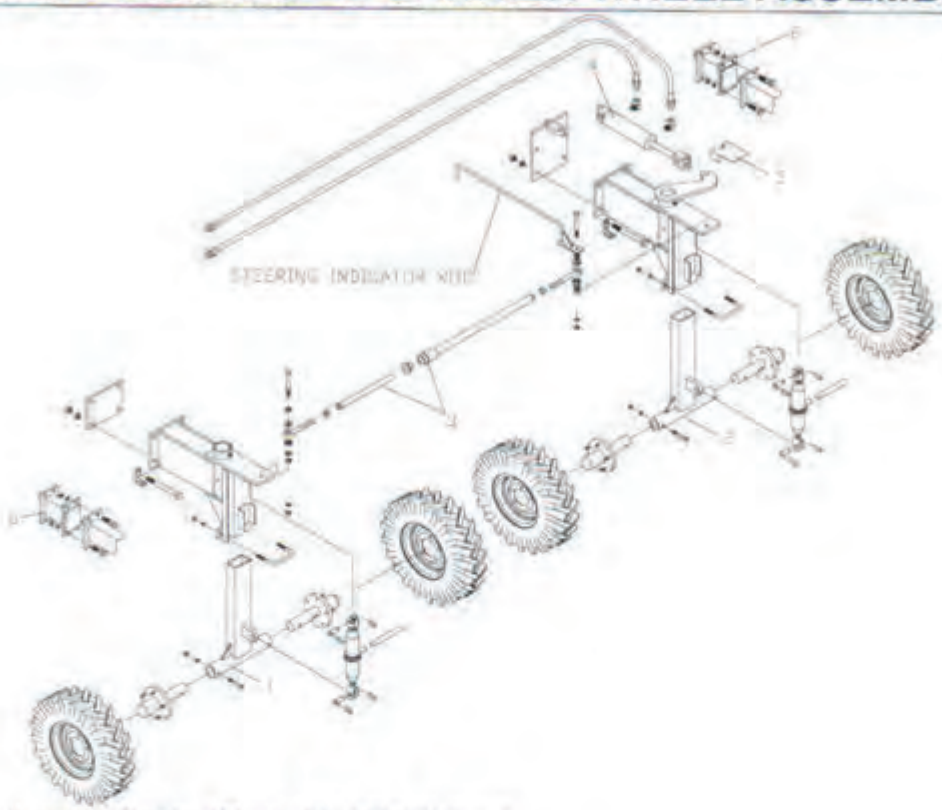

Figure 2. Steerable Carrier Wheels, 786-638 Defoliator.
1. Assemble the LH carrier strut (#1) and the RH carrier strut (#2) to the rear tube of the defoliator frame using the backing plates and 1" x 7-1/2" bolts as shown in **figure 2**. Use the same spacing as explained for the fixed carrier struts on page 4.
1. Assemble the LH side first. Assemble support arms (#1) to rear tube using backing plate (#2) and 5/8" x 7" bolts. See **figure 2, item #6,** steerable wheel assembly on page 5 for addition of the extensions if equipped with steerables or offset spindles.